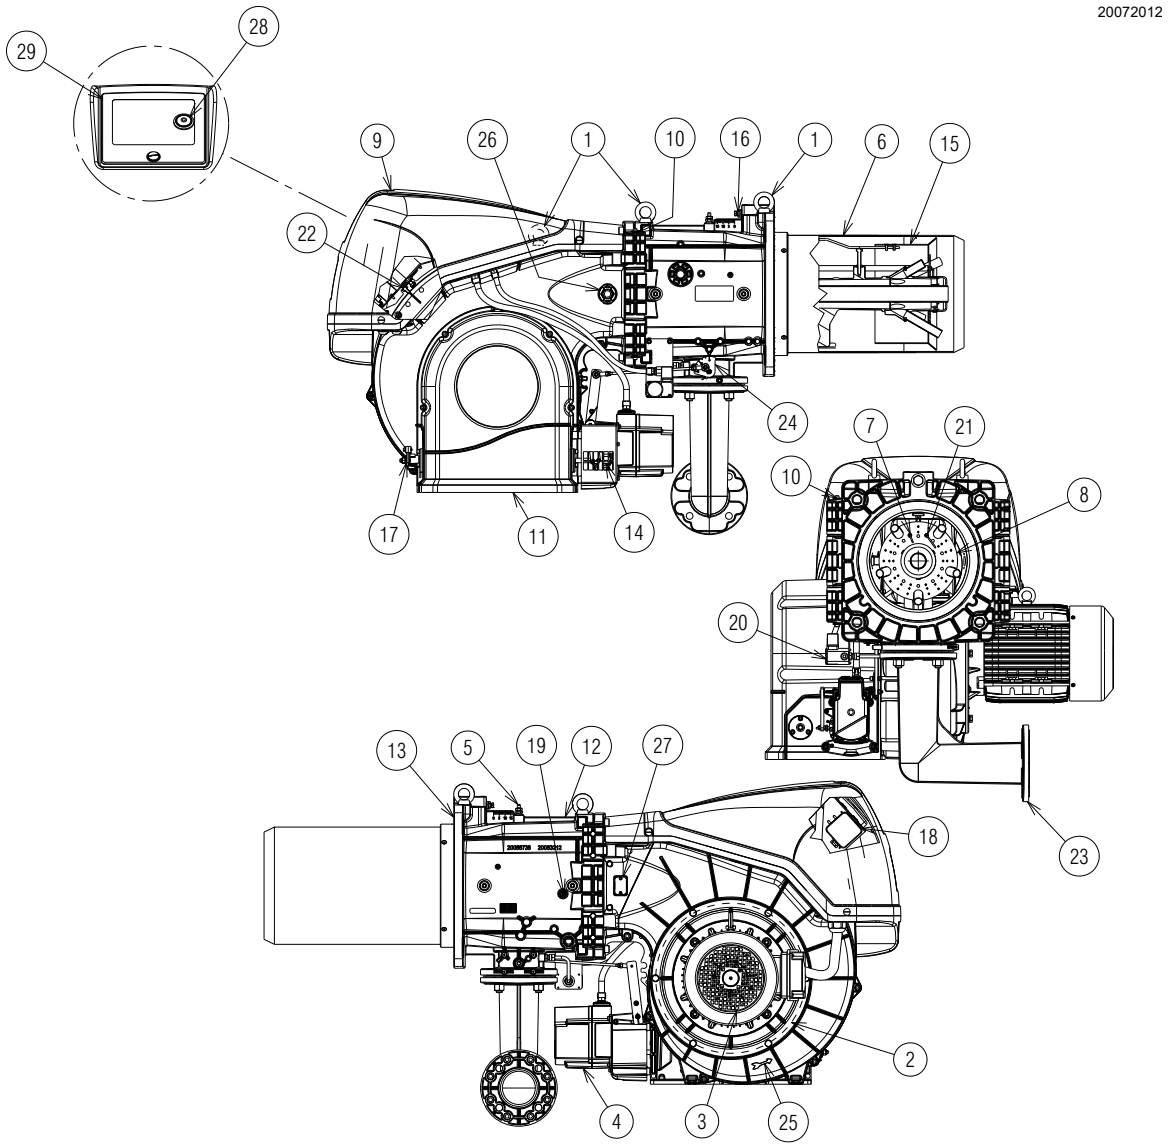

Fig. 5
(1) Condizioni di riferimento: Temperatura ambiente 20°C - Temperatura gas 15°C - Pressione barometrica 1013 mbar - Altitudine 0 m s.l.m.
(2) Pressione alla presa 5)(Fig. 5 a pag. 13) con pressione zero in camera di combustione ed alla potenza massima del bruciatore.
(3) Pressione sonora misurata nel laboratorio combustione del costruttore, con bruciatore funzionante su caldaia di prova, alla potenza massima. La Potenza sonora è misurata col metodo “Free Field”, previsto dalla Norma EN 15036, e secondo una accuratezza di misura “Accuracy: Category 3”, come descritto dalla Norma EN ISO 3746.